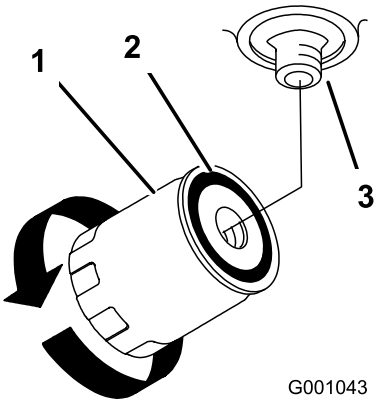

Figur 74
7. Stryk på ett tunt lager ny hydraulolja på utbytesfiltrets gummipackning (Figur 74).
filteradaptern. Dra sedan åt filtret ytterligare 1/2 varv (Figur 74).